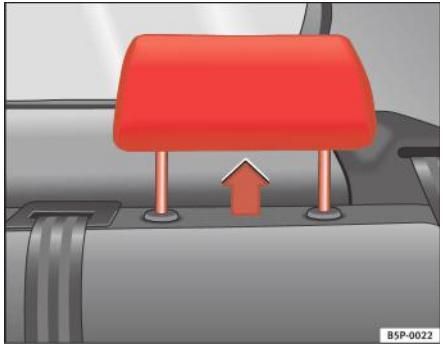

Fig. 5 Tetierele în poziție corectă
– Trei poziții pentru **utilizare** ⇒ fig. 5. În aceste poziții, tetierele sunt utilizate în mod normal, protejând pasagerii împreună cu centurile de siguranță.